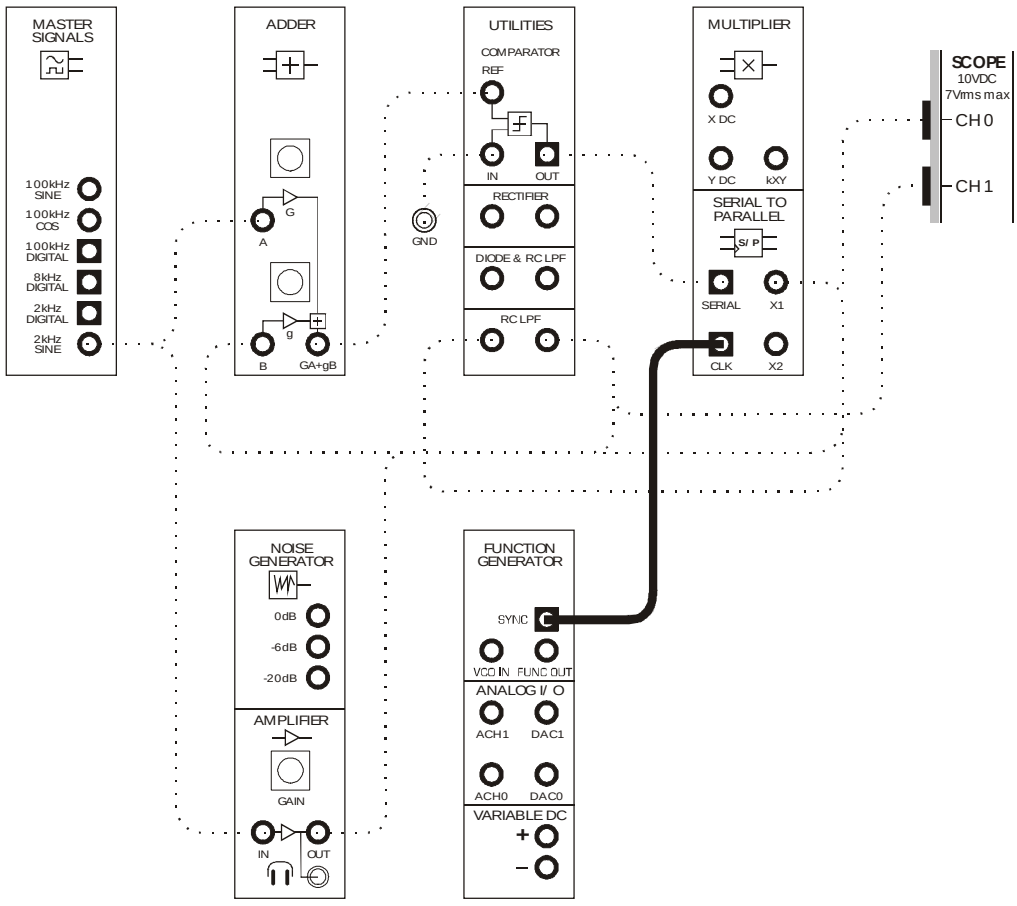

Figure 14
31. Modify the set-up as shown in Figure 14 below.